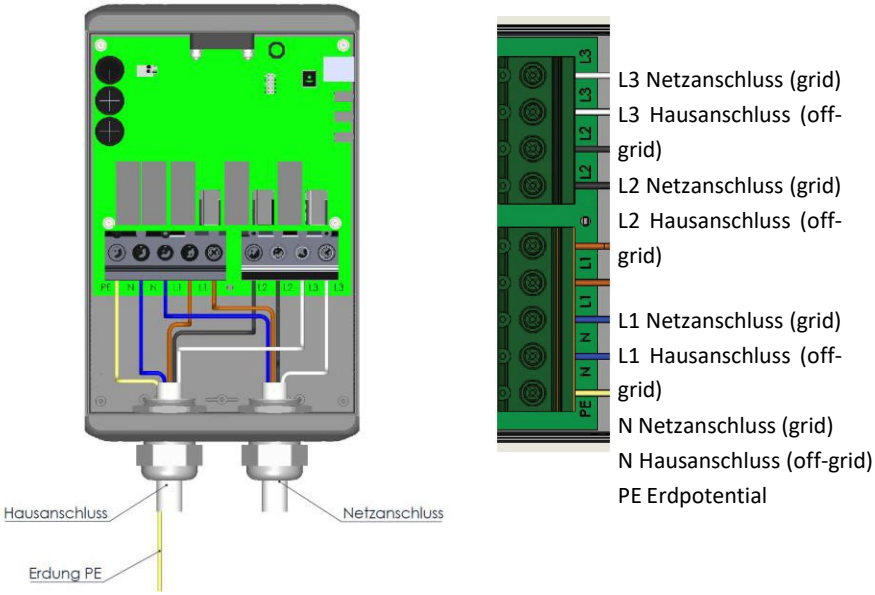

Abb. 9: Netzanschluss mit Kabeldurchführung und Belegung
7. Die Verkabelung der Komponente ist an den Kabelklemmen mit [🔧 S_2,5] vorzunehmen (siehe Abb. 9):